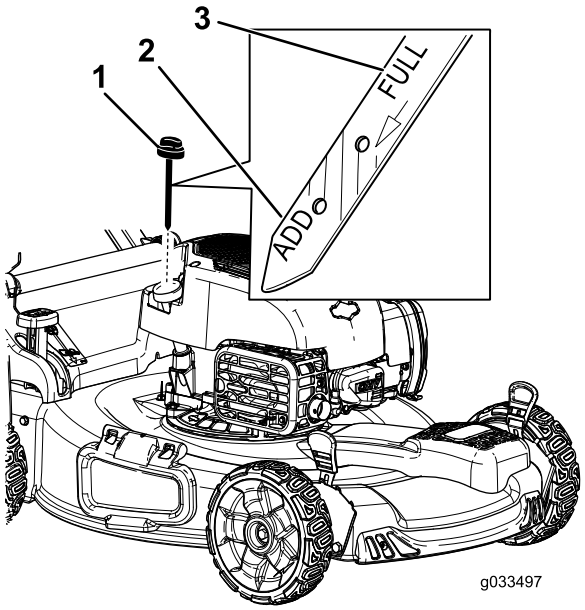

Rysunek 8
2. Wyjmij wskaźnik poziomu (Rysunek 8) i napełnij skrzynię korbową w około 3/4 olejem, wlewając go do rury wlewu oleju.
5. Wyjmij wskaźnik oleju i odczytaj poziom oleju na nim; patrz Rysunek 8.